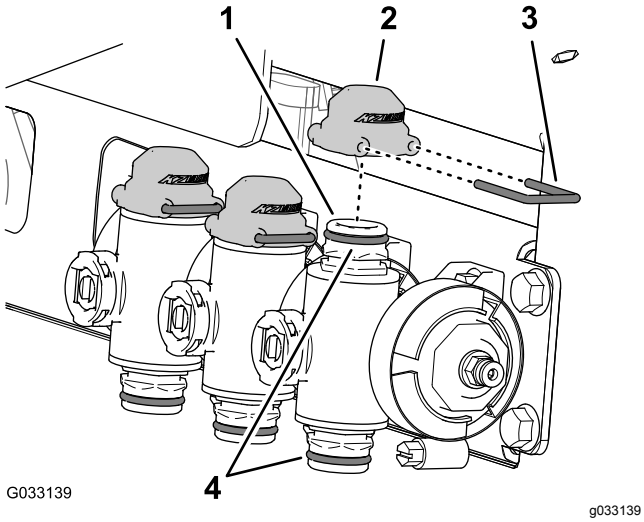

**Figur 58**
3. Smør de øverste og nederste O-ringe på manifoldventilens lynkobling med fedtet, der følger med lynkoblingens hætte (Figur 58).
4. Sæt de 3 hætter til lynkoblingerne på de 3 lynkoblinger til manifoldventilerne (Figur 58).
5. Fastgør de tre hætter på de tre lynkoblinger med de tre holdere (Figur 58).